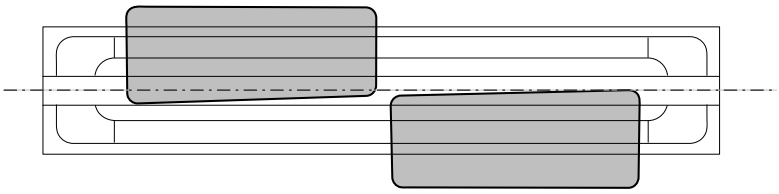

Figure 2 Out of Alignment
m) If the cutting is out of alignment, see Fig 2, check the knife, see 4.2.3-1 Knife Holder - Check Knife and then perform the basic setting, see Basic Setting.